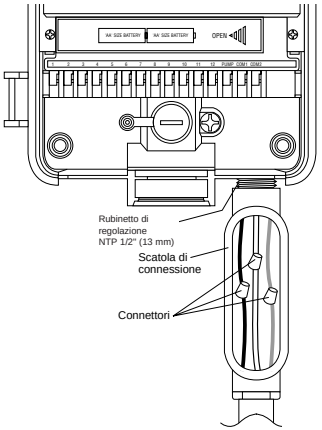

FIGURA 24: Collegamento all'impianto elettrico tramite cassetta di giunzione
- Collegare i fili d'alimentazione che escono dal programmatore, oltre al filo di terra (filo verde o conduttore in rame nudo) al filo verde del programmatore. Il filo verde dev'essere collegato obbligatoriamente! Collegare anche gli altri fili **[vedere Figura 24]**.